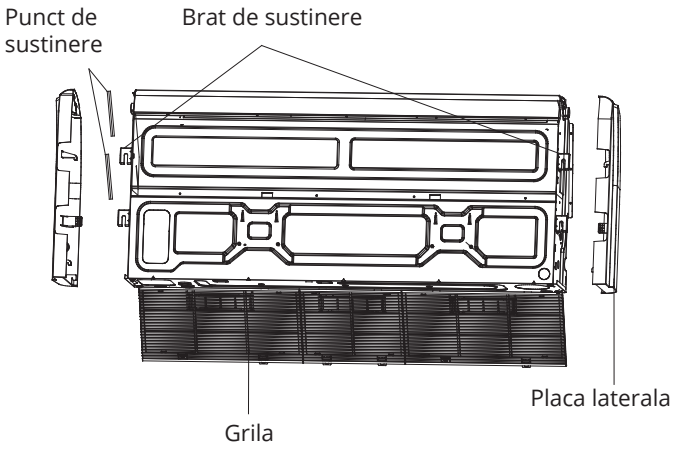

Fig. 4.10
9. Demontati placile laterale si grila (Fig. 4.10).